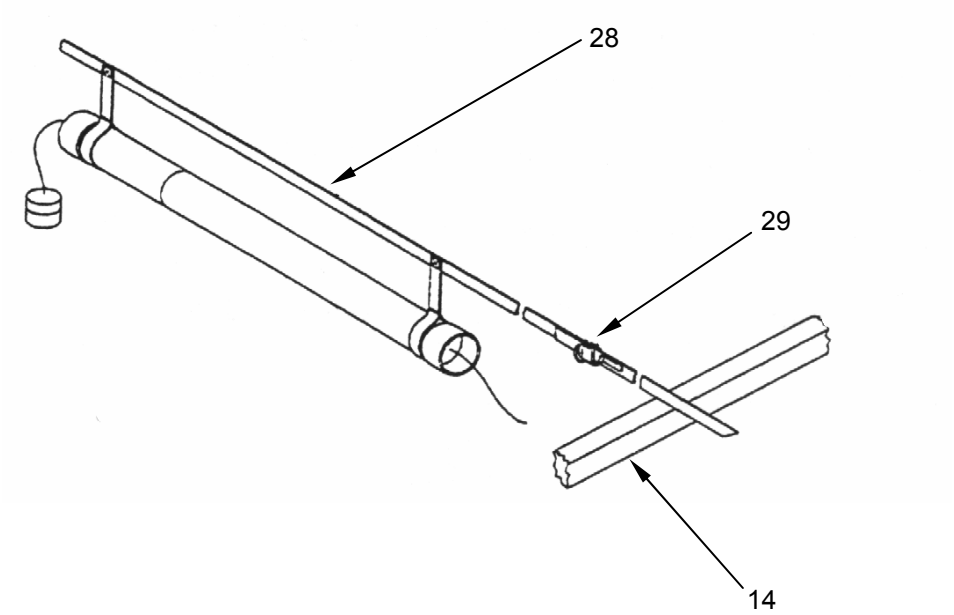

Figure 12. Install the Light Supports.
1. Identify light support strap assembly **(Figure 12, Item 28)** in light set case. Wrap each running end of light support strap assembly once around header **(Figure 12, Item 14)** at header/arch joint so the double D-ring **(Figure 12, Item 29)** faces the tent roof.
2. Secure end of light support strap assembly **(Figure 12, Item 28)** through double D-ring **(Figure 12, Item 29)** assembly on standing end of strap. Tighten webbing until taut.